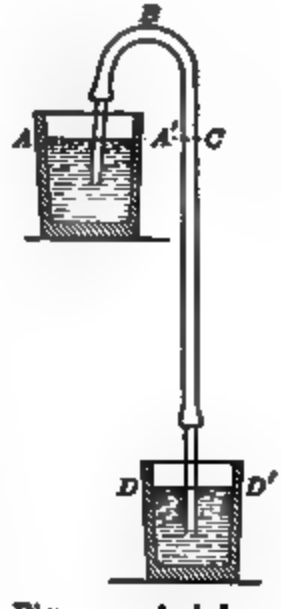

Fig. 121. A siphon.
95. Siphon. The siphon is a bent tube with unequal arms. It is used to empty bottles and tanks which cannot be easily tipped, or to draw off the liquid from a vessel without disturbing the sediment at the bottom. If the tube is filled and placed in the position shown in figure 121, the liquid will flow out of the vessel A and be discharged at a lower level D. The force which makes it flow is the weight of the column of water CD, which is between the water level AA' and the water level DD'. If the water level DD' is raised to AA', this moving force becomes nothing and the water ceases to flow; if the level DD' is lifted above AA', the liquid flows back into the vessel A. A siphon works, then, as long as the free surface of the liquid in one vessel